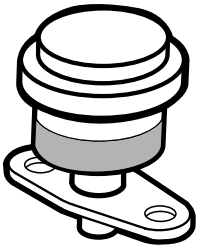

Figur 48
Overhal hovedfilteret på luftrenseren kun når indikatoren (Figur 48) tilsier det. Hvis du skifter filteret før det er nødvendig, øker det bare risikoen for at det kommer inn smuss i motoren når filteret er fjernet.
1. Kontroller filterblokkeringsindikatoren. Hvis indikatoren er rød, må luftfilteret skiftes ut (Figur 48).